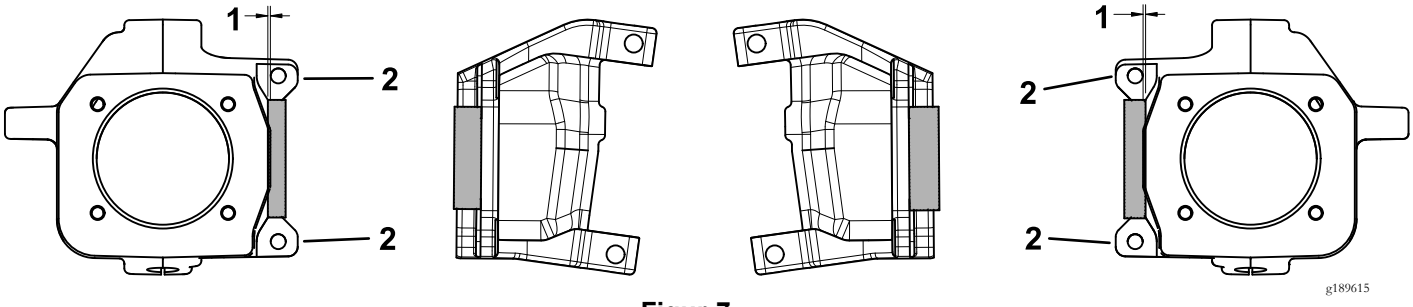

Figur 7
1. Slip en 1,78 mm baksliping i høyre og venstre styrespindel, som vist i Figur 7.
Viktig: Ikke slip overflatene vist i Figur 7.
2. Slip en 0,76 mm baksliping på hver side av bakakselen, som vist i Figur 7.